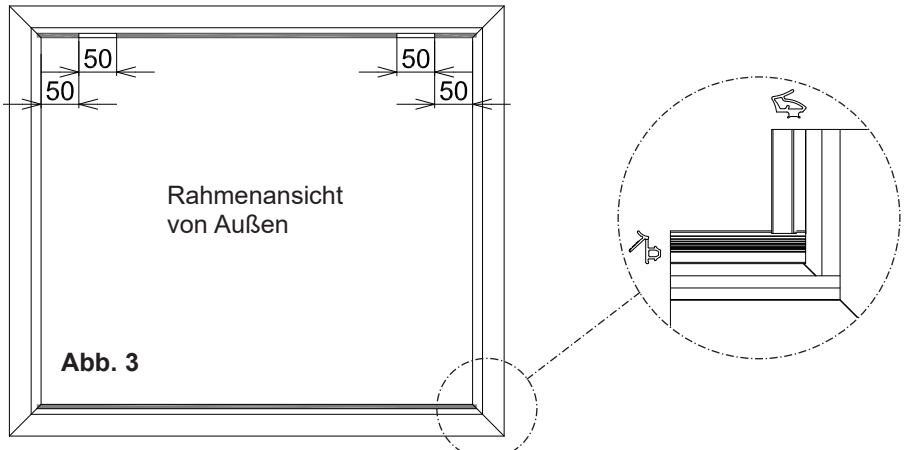

Abb. 3
Die Belüftung und Entwässerung ist nach Register 1.3.1 und 2.4.2 auszuführen. Es ist darauf zu achten, dass die Belüftungsschlitze des Flügels nicht durch die Teflongleiter oder andere Beschlagteile abgedeckt werden. Druckausgleichsöffnungen können nur am oberen, horizontalen Blendrahmen, wie in Abb. 3 dargestellt, eingebracht werden.
1. Ersetzen Sie die waagerechten Anschlagdichtungen am Schiebeflügel und Rahmen durch die Dichtung **G217** (Abb. 3, 4 und 5).